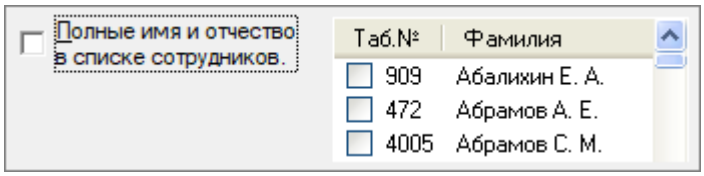

Рисунок 9-33 Выключеный параметр "Полные имя и отчество в списке сотрудников"
- Если флаг снят, то в списке сотрудников на панели параметров отчета вместо полных имени и отчества будут отображаться инициалы (см. Рисунок 9-33).